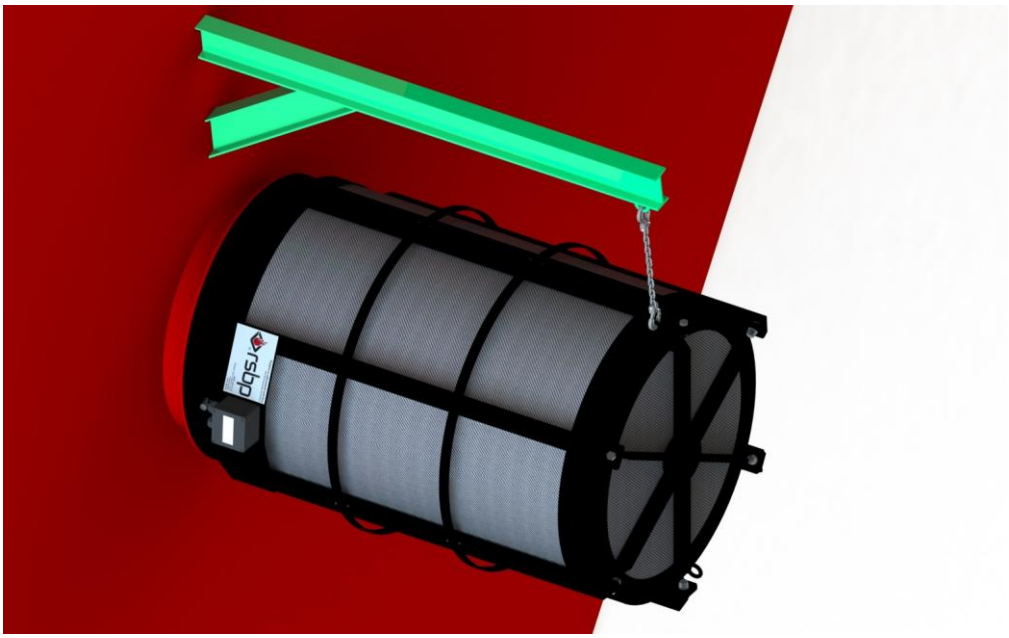

Рис. 15 – Подвеска пламягасителя
11) Если пламягаситель расположен в другом, не в вертикальном положении, то конец устройства должен крепиться так, чтобы нагрузка равномерно распределялась между двумя концами устройства. Конец пламягасителя должен поддерживаться сверху и только за подъемные кронштейны, предусмотреные для этого. (рис. 15).